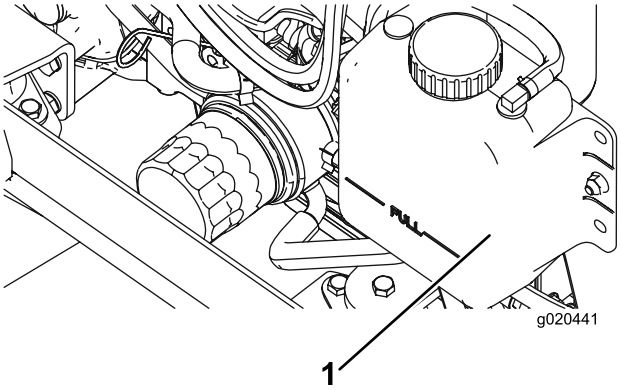

Figur 64
1. Afmonter forsigtigt kølerens dæksel og ekspansionsbeholderens dæksel (Figur 64).